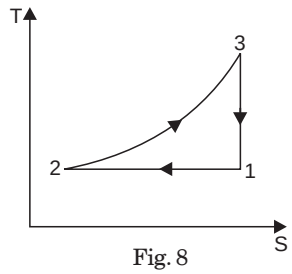

Fig. 8
18. An ideal air standard cycle is shown in the given temperature entropy diagram (Fig. 8).